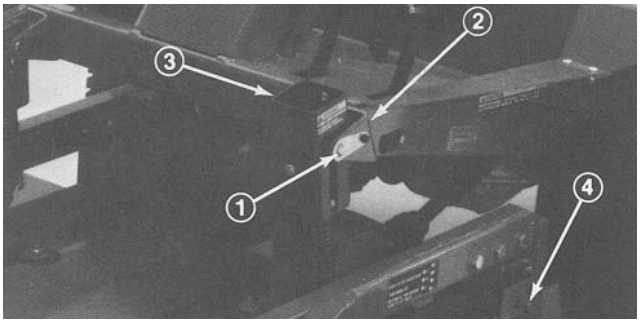

Figure 1
2. On 200 series traction units only, disconnect counterbalance from traction unit, remove lock pins from brackets, separate spring tension assemblies from brackets and lay them down on the deck. Loosely secure lock pins to brackets to prevent losing them (Fig. 1).
3. Lower cutting unit, remove (4) pins from height–of–cut brackets (Fig. 1).